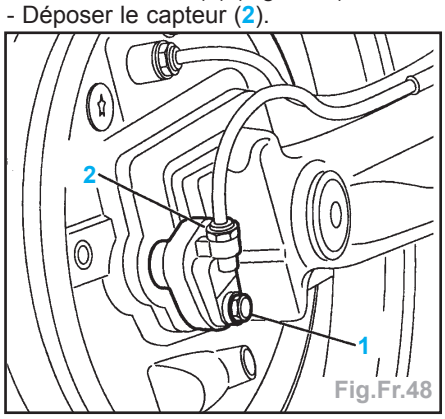

Fig.Fr.48
- Desserrer la vis (1) (Fig.Fr.48).
- Déposer le capteur (2).
- Reposer le capteur (2) (Fig.Fr.48).
- Serrer la vis (1) préalablement enduite de **LOCTITE FRENETANCH** à 2.5 m.daN.